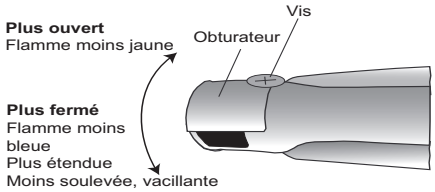

Figure 5 : Réglage du volet d'air du brûleur du gril
1. Desserrez la vis et faites tourner le volet. Fermez le volet si la flamme se soulève ou si elle est irrégulière ou encore si elle n'enveloppe pas le brûleur; ouvrez le volet si elle est trop jaune. (Voir la figure 5). Serrez la vis.